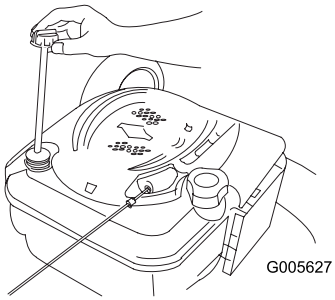

Figura 33
4. **Lentamente** deite óleo no tubo de enchimento do óleo até que o nível do óleo atinja a marca "Full" (cheio) na vareta (Figura 33). **Não encha demasiado.** (Enchimento máx.: 0,59 l, tipo: óleo detergente SAE 30W com uma classificação de serviço API de SF, SG, SH, SJ, SL, ou superior.)